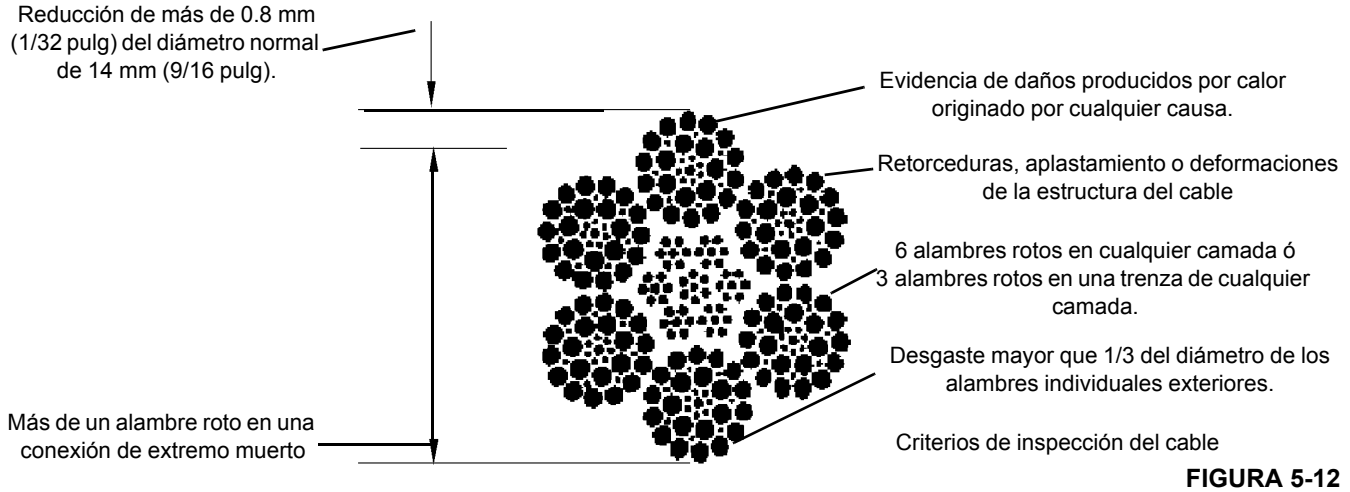

FIGURA 5-12
1. **Cable** - Inspeccione si existe daño, corrosión o desgaste en el cable. Lleve un registro de cada inspección. Cambie el cable si se presenta alguna de las condiciones que se indican en la Figura 5-12.